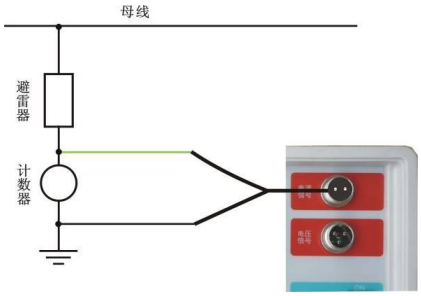

图 3 无线模式(测试相序：B)测量接线示意图
(3)在无线模式（见图 3）下，不用接入 PT 电压信号。即电压信号插座必须空着。